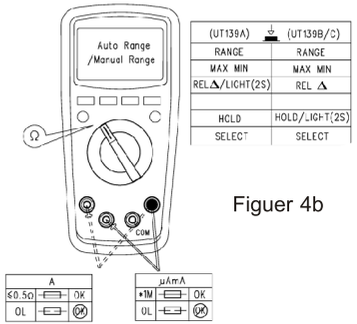

Figuer 4b
*. By using the resistance measurement function, it is allowed to make self-checking of the built-in fuse, see (Figuer 4b).